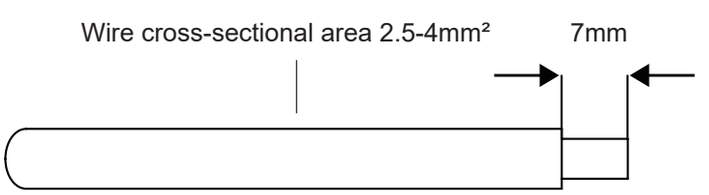

Figure 4-5
2) Peel off the DC cable insulation sleeve for 7 mm, as shown in Figure 4-5